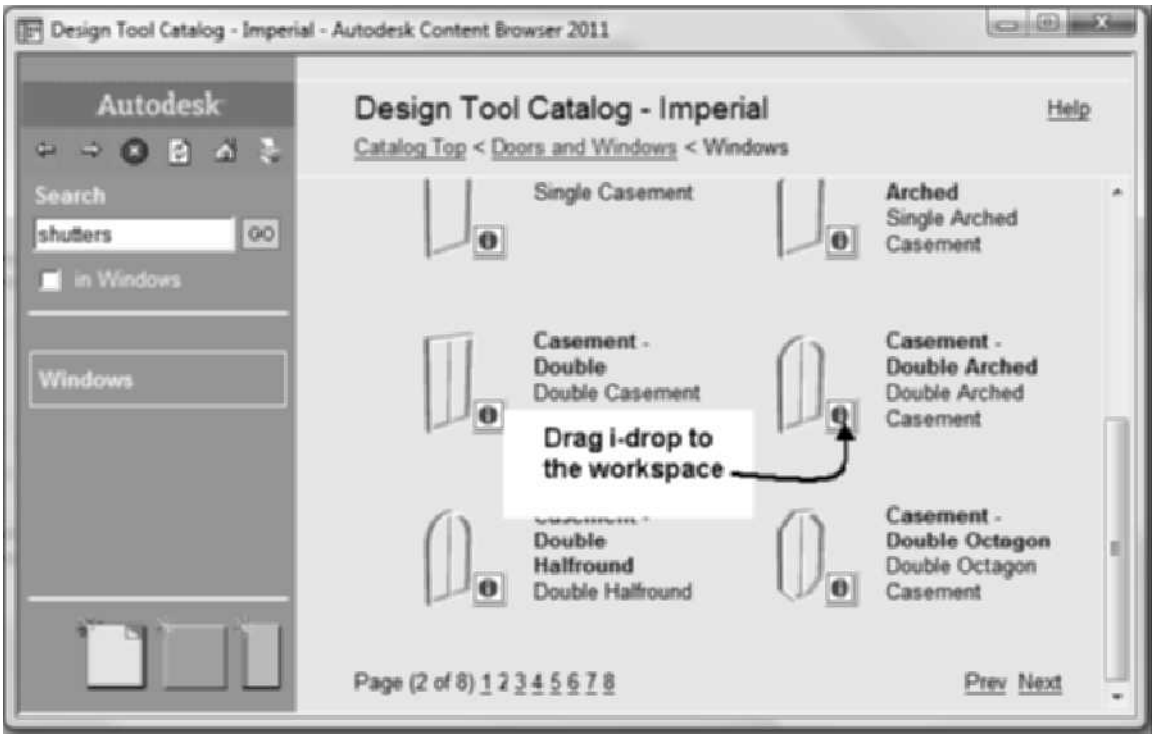

FIGURE 5.67 *Casement Double Arch window in the Content Browser*
9. Select the i-drop for the **Casement-Double Arched** window, and drag the i-drop into the drawing as shown in Figure 5.67. Press ESC to end the **WindowAdd** command before selecting a wall. Close the **Content Browser.**